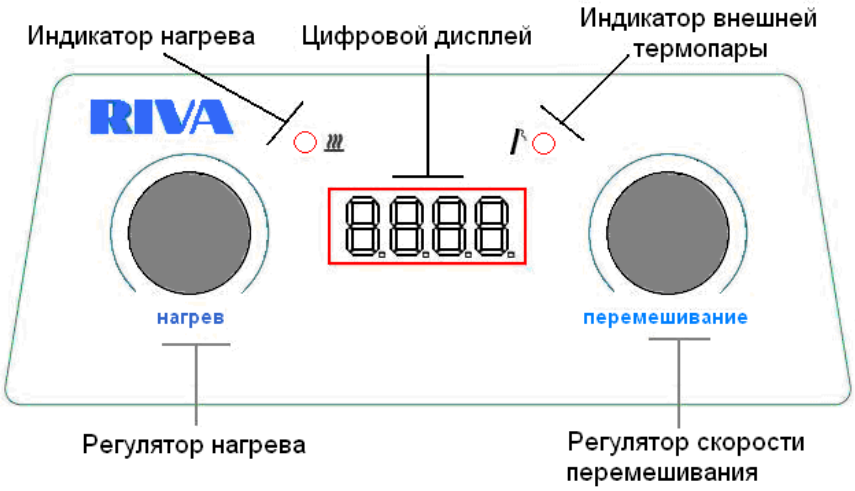

Рисунок 1
5.2.1. Необхідна температура робочої платформи в градусах Цельсія встановлюється за допомогою регулятора температури (рис. 1):
5.3.1. Швидкість перемішування в обертах за хвилину встановлюється за допомогою регулятора швидкості перемішування (рис. 1):